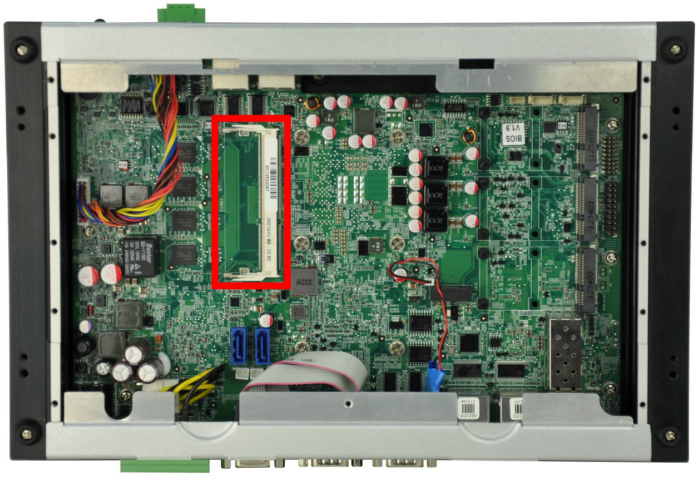

Figure 3-9: SO-DIMM Socket
Step 3: Locate the SO-DIMM socket on the motherboard (**Figure 3-9**).